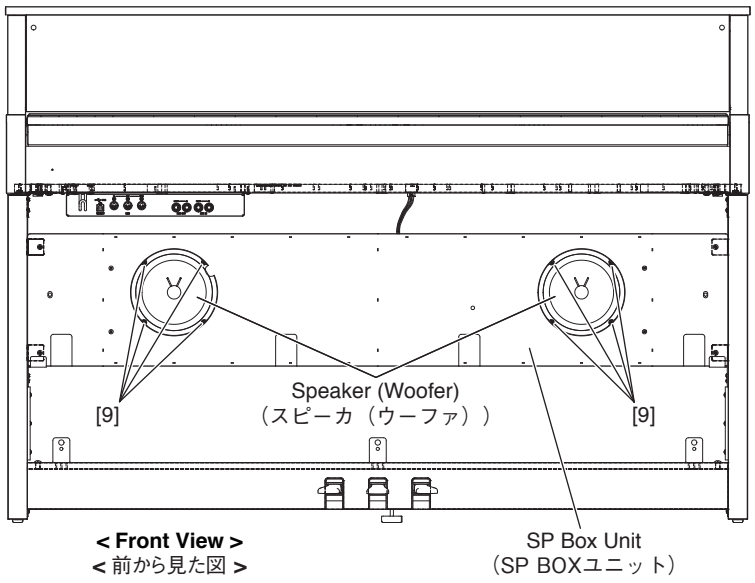

Fig.23（図 23）
26-3 Remove the four (4) screws marked [9]. The speaker (woofer) can then be removed from the SP box unit. (Fig.23)
26-3 [9] のネジを 4 本外し、スピーカ（ウーファ）を SP BOX ユニットから外します。(図 23)